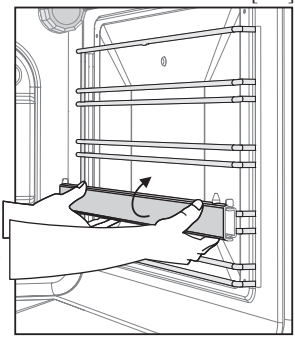

Рис. 23
- **Телескопические направляющие** крепятся на проволочные направляющие и служат для выдвижения готовящегося блюда за пределы горячей духовки. Телескопические направляющие могут быть установлены на разной высоте, в зависимости от того, на каком уровне должно идти приготовление пищи. Чтобы переустановить телескопическую направляющую, необходимо отвести ее нижний край (рис.23), а затем движением вниз снять с проволочных направляющих. Установка на другой уровень производится в обратной последовательности.